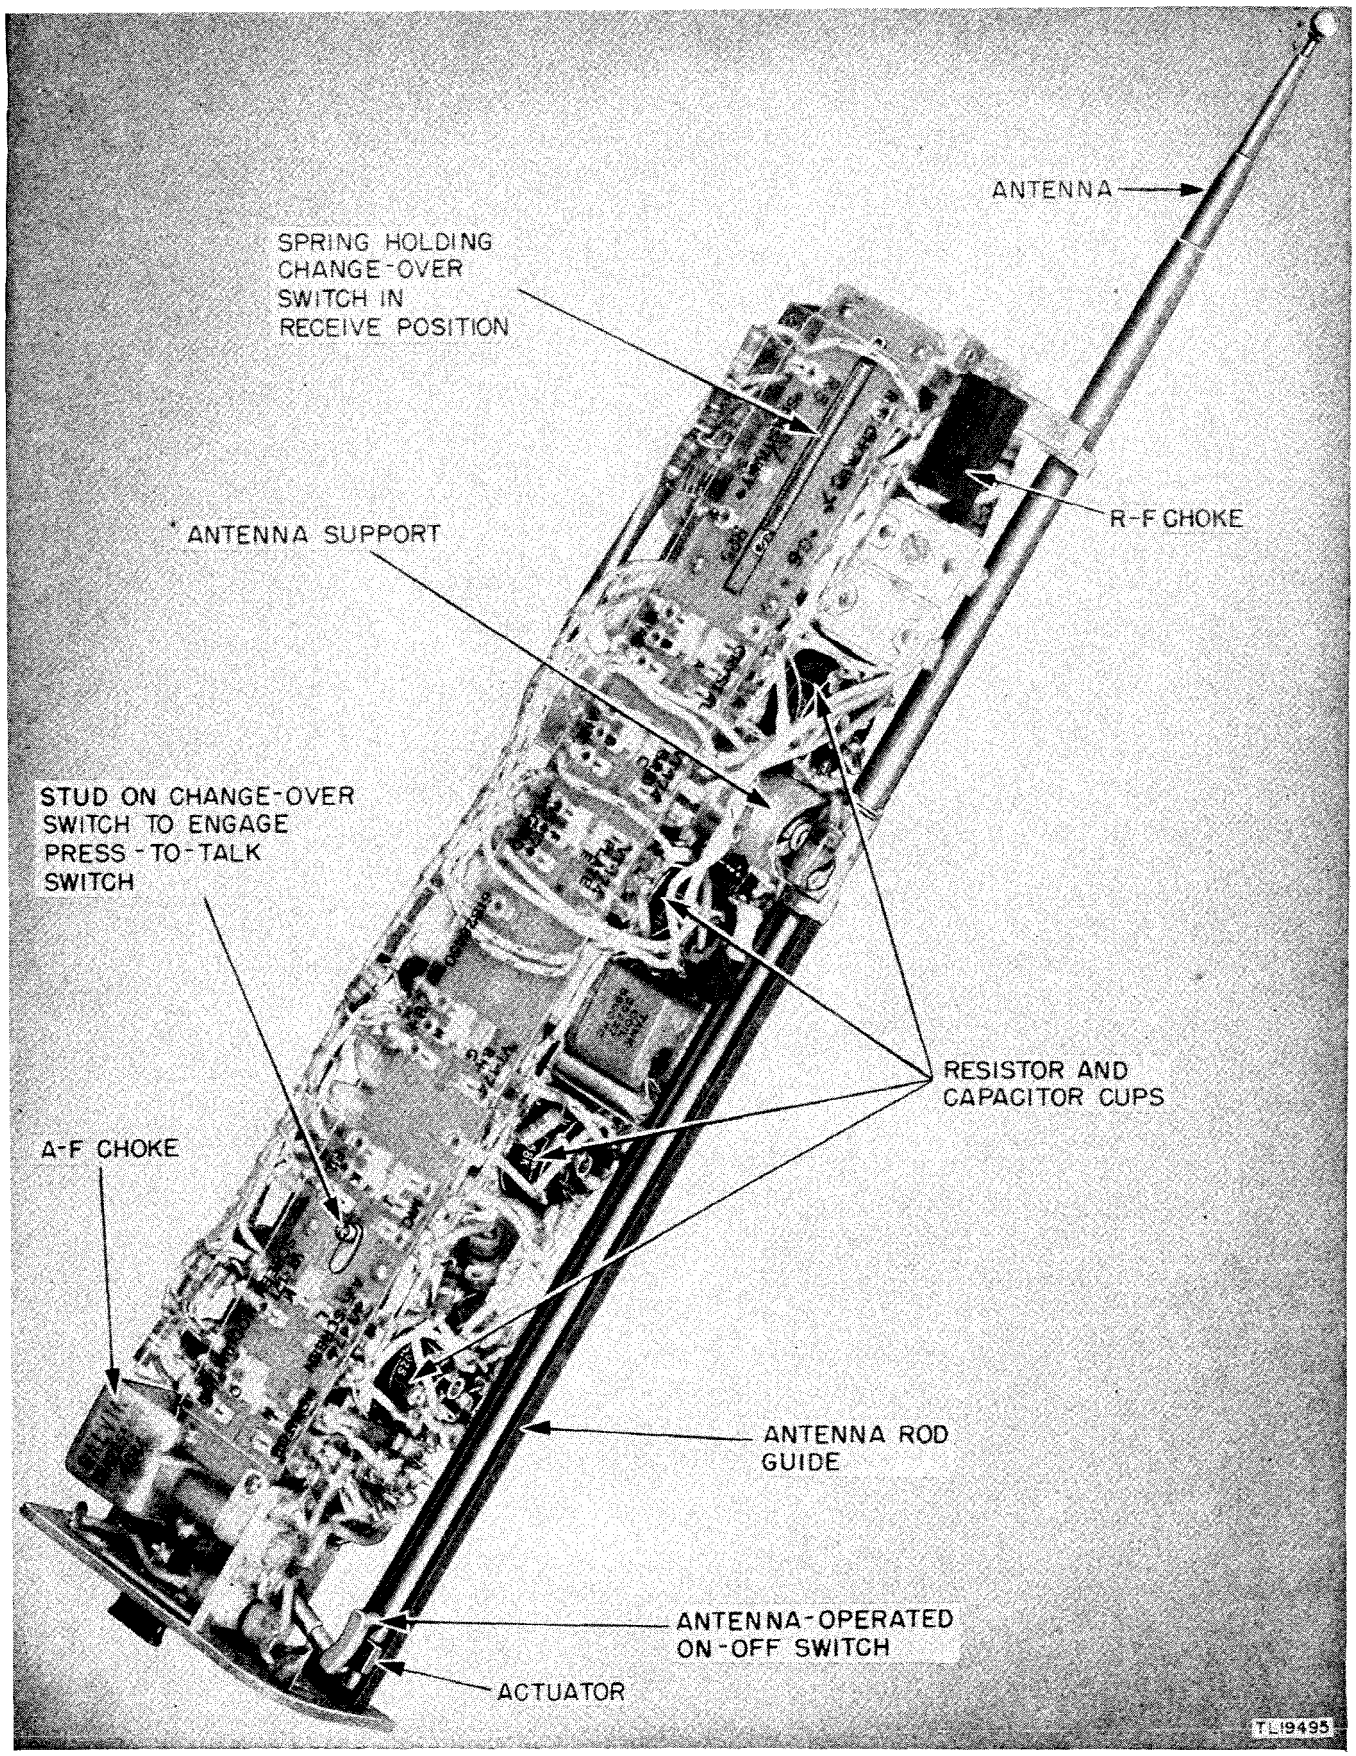
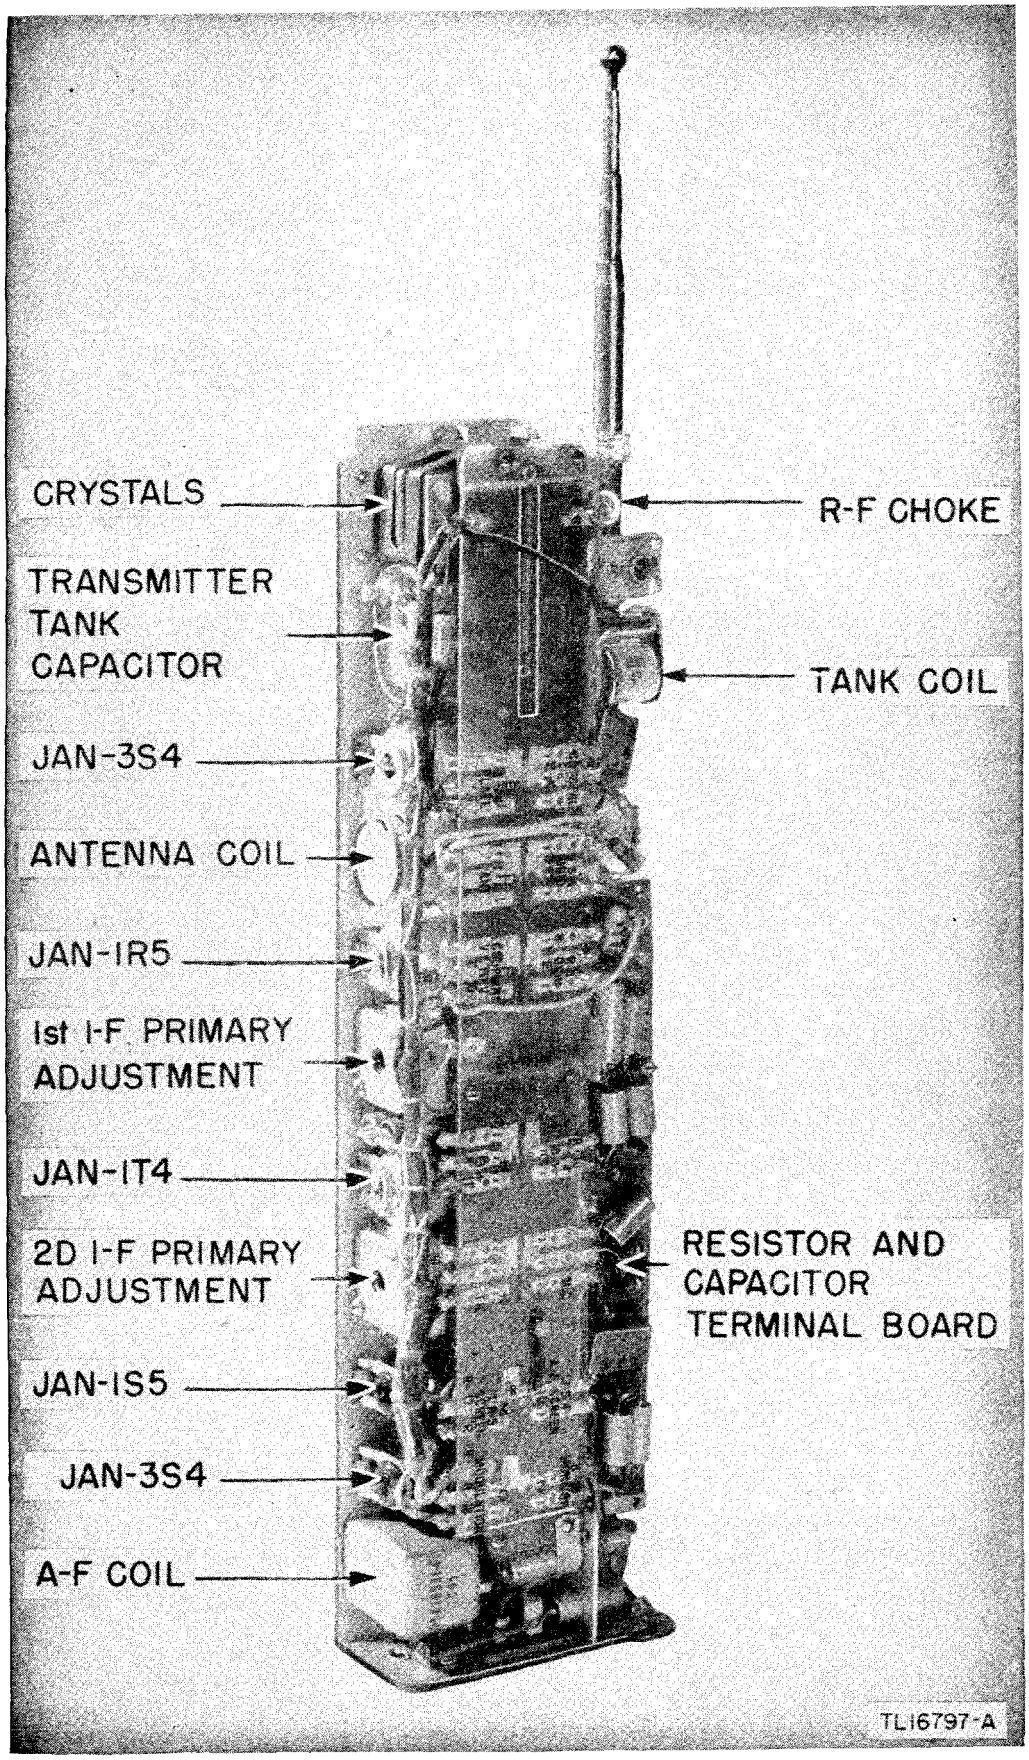

Figure 7. Radio Receiver and Transmitter BC-611-(*) (except BC-611-F), front view of chassis.
Figure 13. Radio Receiver and Transmitter BC–611–F, front view of chassis.
b. The press-to-talk switch, mounted on the side of the case, operates the change-over switch on the radio chassis. (See fig. 7.) This converts the set from a receiver to a transmitter. This switch is so located that it may be operated easily with the fingertips when the set is held in the left hand.
a. Resistor-capacitor Cups. On the chassis there are four resistor-capacitor containers which are called cups. (See fig. 7.) The cups fit around the tube sockets and are attached to them with cement. The purpose of the cups is to provide tie terminals and a place for some of the resistors and capacitors used in the set. Each cup consists of a thin bakelite shell of circular shape, with an inner and outer wall. The resistors and capacitors are placed in the space between these walls. Impregnating compound seals these parts into the cup. The top piece joining the two walls is drilled so that the leads from the capacitors and resistors can be brought out. Some of the parts are soldered to terminals riveted to the top piece of the cup. Each cup has a part number marked on it, as well as a schematic drawing of the parts in it. (Radio Set SCR-536-F does not use these cups. Resistors and capacitors are mounted on a conventional terminal board in this model (fig. 13)).
Extending the bottom section of the telescopic rod antenna operates the on-off toggle switch, located near the bottom panel. (See fig. 7.) When the antenna is fully collapsed the set is automatically turned off.